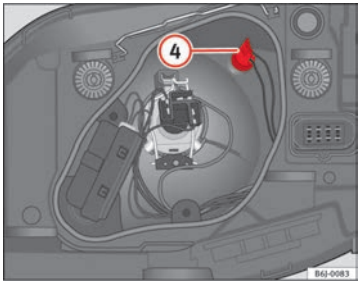

Fig. 157 Side lights
– Remove the bulb holder (4) ⇒ fig. 157 outwards.